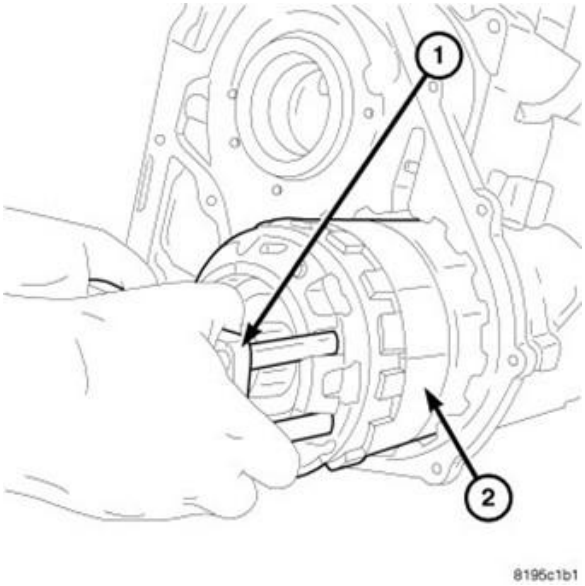

Figure 29 – Compounder Assembly
41. Remove the underdrive compounder assembly (2) from the transmission (Figure 29).
70. While holding the Puller Adapter 9908 (1), insert the underdrive compounder assembly into the transmission case (Figure 29).